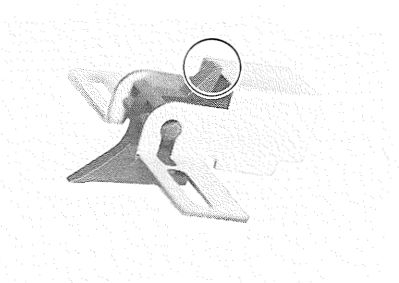

Figure 4-83
a. The projections of the upper separation claws must touch the mount in the way shown in figure 4-83.